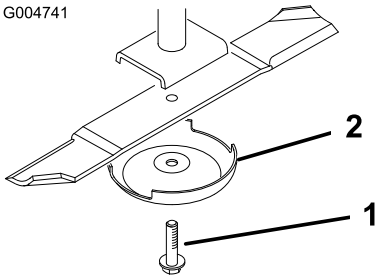

図 85
2. ぼろきれや厚いパッドの入った手袋を使ってブレードの端部をしっかり握る。スピンドルのシャフトからブレードボルト、芝削り防止カップ、ブレードを取り外す図 85。